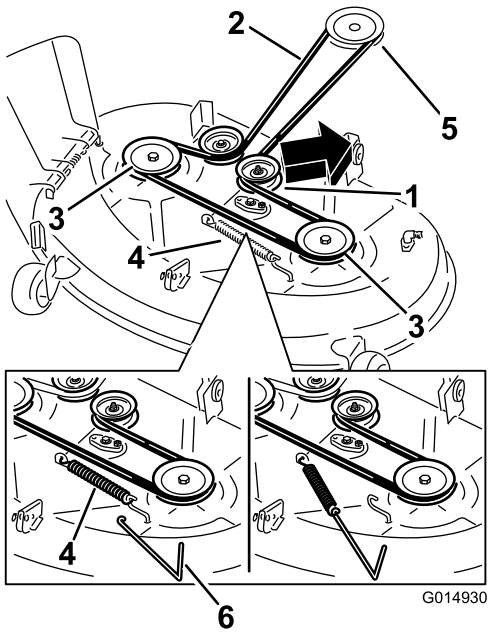
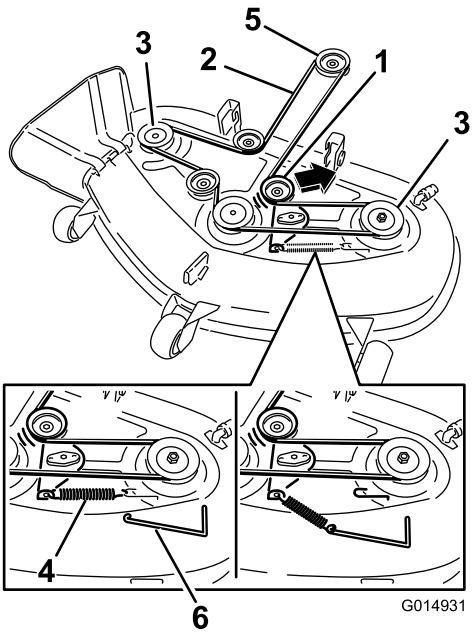

Figuur 69
Figuur 70
5. Gebruik een veerverwijderaar (Toro onderdeelnummer 92-5771), verwijder de spanpoelieveer van de maaidekhaak om de spanning op de spanpoelie te verwijderen en rol de riem van de poelies (Figuur 69 en Figuur 70).
6. Leg de nieuwe riem rond de motorpoelie en de poelies van het maaidek (Figuur 70).
7. Gebruik een veerverwijderaar (Toro onderdeelnummer 92-5771) en plaats de spanpoelieveer terug op de maaidekhaak om spanning op de spanpoelie en riem te zetten (Figuur 69 en Figuur 70).